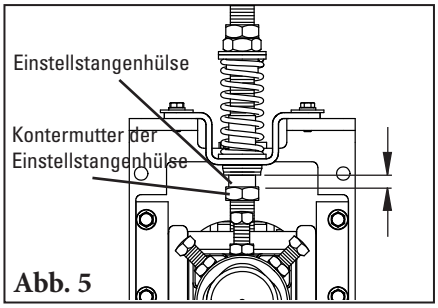

Abb. 5
5. **Einstellstangenhülse einstellen.** Nach dem Einstellen der Blattspannung, die Einstellstangenhülse(n) in die UHWM-Buchse schrauben, bis ein Abstand von 38 mm erreicht ist (Abb. 5). Die Kontermutter der Einstellstangenhülse anziehen.